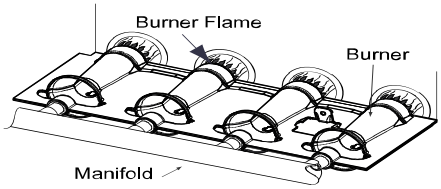

Fig. 60 – Burner Flame
i. When correct input is obtained, replace cap that conceals gas valve regulator adjustment screws. Main burner flame should be clear blue, almost transparent (Fig. 60).